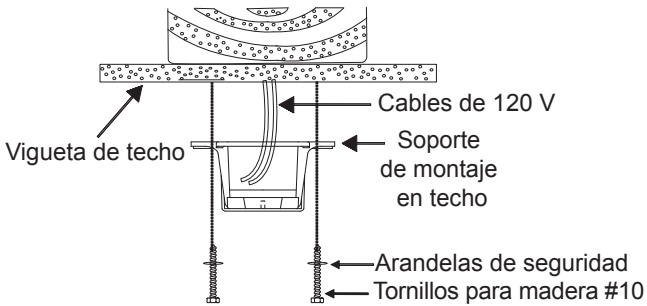

Fig. 7
Paso 4A. Asegura el soporte de montaje directamente a una viga de la estructura del inmueble. Utiliza únicamente los tornillos para madera y las arandelas de seguridad adecuados que se incluyen con el ventilador. (Fig. 7)
PRECAUCIÓN: El soporte de suspensión debe instalarse directamente en la viga del inmueble utilizando los dos tornillos para madera y las arandela de seguridad. (Fig. 7)